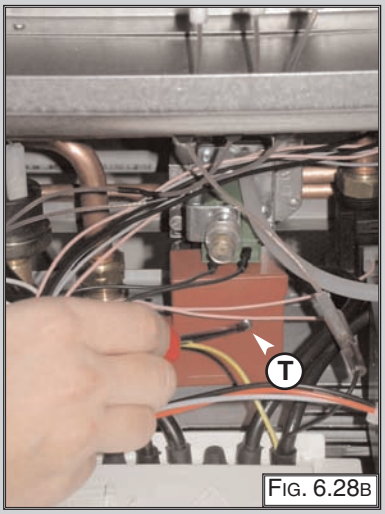

Fig. 6.28B
2. Remove the screw “T” (Fig. 6.28B);